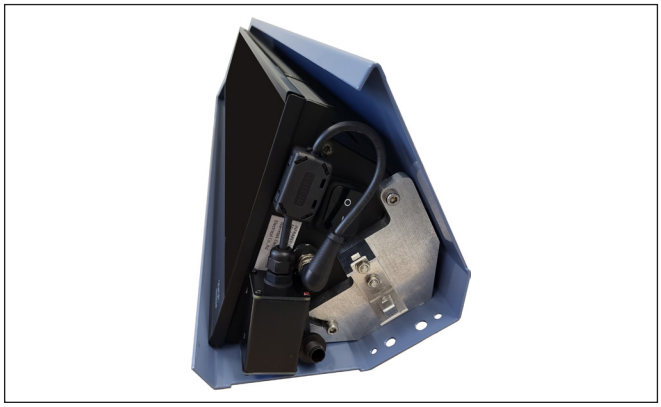

Abb. 5 WAREMA Design Heizstrahler mit angeschlossenem WMS Dimmer 0-10 V
- Legen Sie die Leitung wie abgebildet (Abb. 5) in einer Schlaufe um den Schalter.